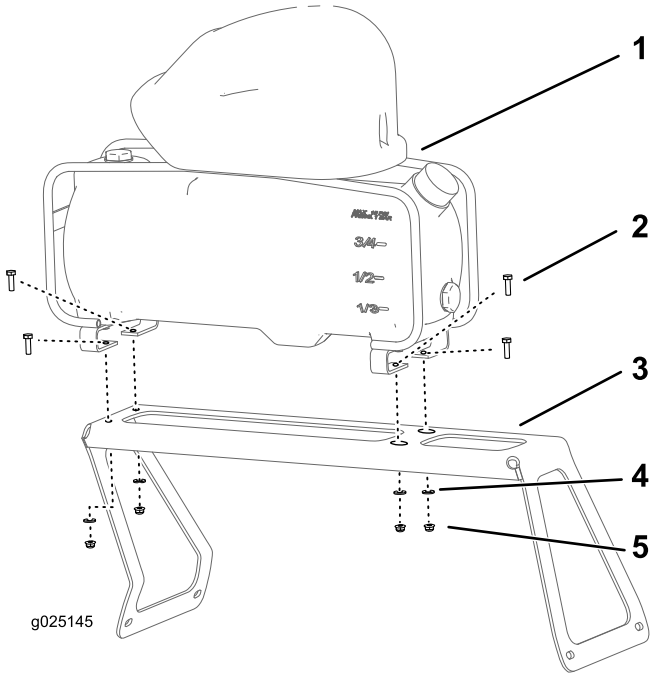

Figur 3
1. Rikta in skummarkörstanken och kompressorn mot monteringsfästet enligt Figur 3.
2. Sätt fast tanken och kompressorn på fästet (Figur 3) med de fyra skruvarna (1/4 x 7/8 tum), de fyra brickorna (1/4 tum) och de fyra flänslåsmuttrarna (1/4 tum).